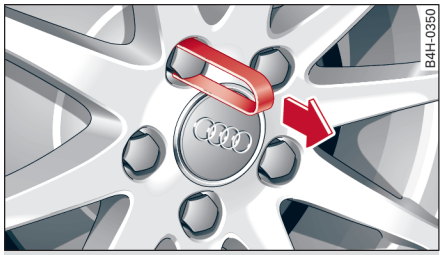

图 224 车轮：车轮螺栓即封闭盖
▶ 把塑料卡子（随车工具）尽量插入到封闭盖内直至卡住 ⇨ *图 224*。 ▶